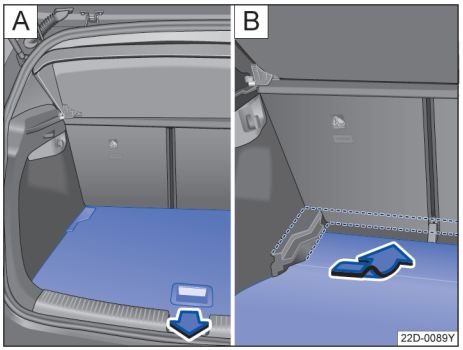

图 131 行李厢内：竖起行李厢底板（视装备而定）
– 拉起行李厢地板，然后将它从行李厢侧面的导轨中向后拉出→ 图 131。
– 将行李厢地板插入所需高度的导轨中，然后向前推到底→ 图 131。